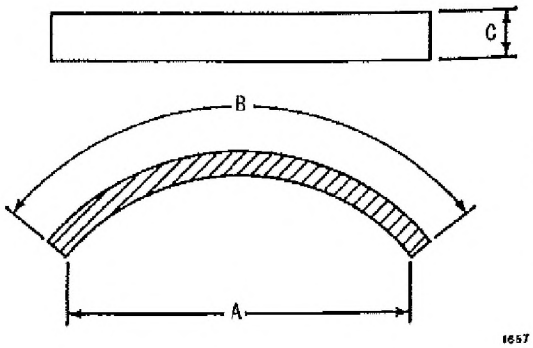

Figure 5-23. Controller Segment Diagram
A. The distance from tip to tip of the inside arc (A, Figure 5-23).